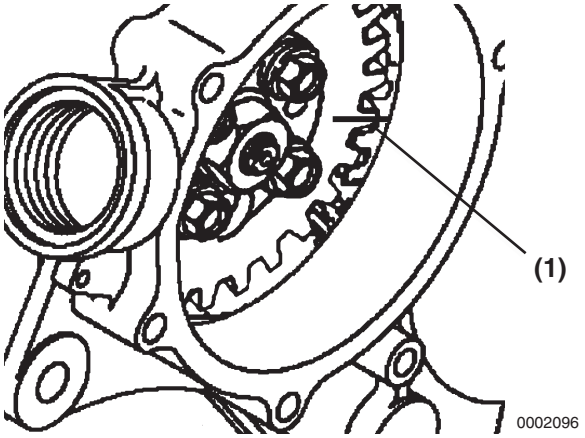

Figure 7-11
14. To aid in reassembly, make reference marks **(Figure 7-11, (1))** on the drive gear and idler gear.